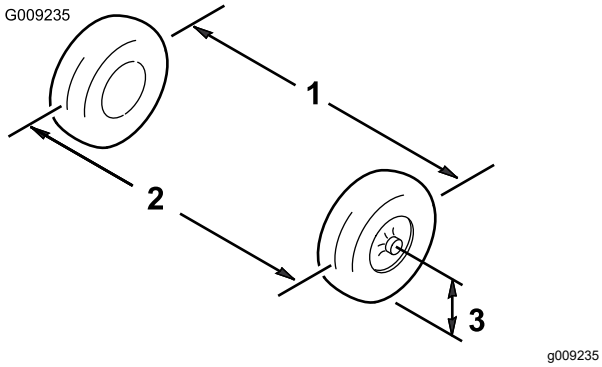

Figuur 53
1. Meet ter hoogte van de as de afstand tussen de voorwielen aan de voorkant en de achterkant van de wielen (Figuur 53).